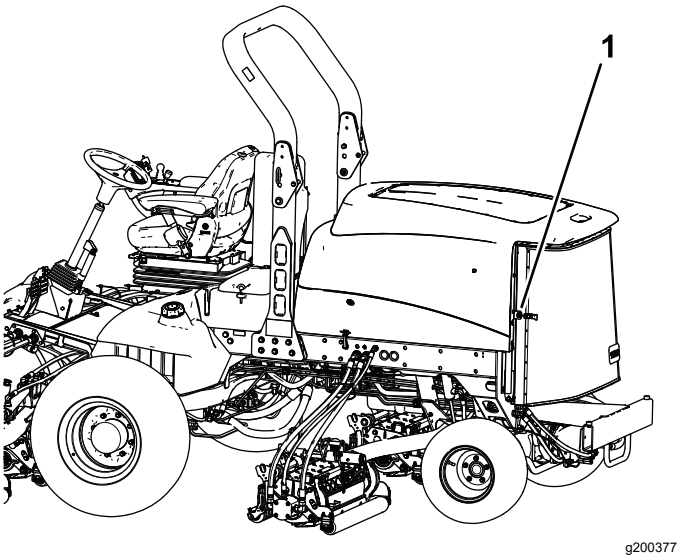

Figuur 113
2. Ontgrendel en draai het achterscherm open (Figuur 113).